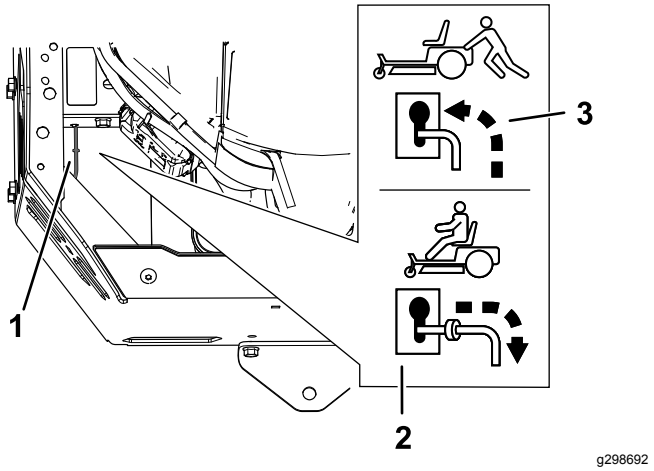

Figur 37
4. Flytt omløpsspakene forover gjennom nøkkelhullet og ned for å låse dem i denne stillingen Figur 37.
Flytt de to omløpsspakene bakover gjennom nøkkelhullet og ned for å låse dem i denne stillingen som vist i Figur 37.